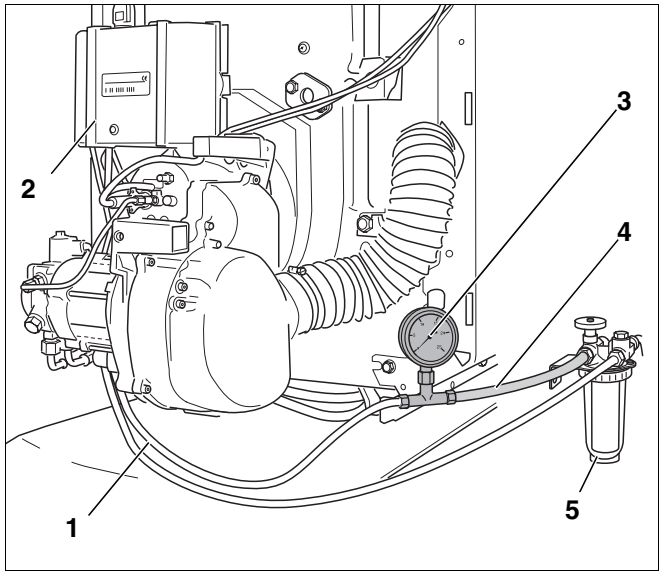

Afb. 15 Oliefilter, vacuümmeter en transparante slang
- Monteer de vacuümmeter (afb. 15, **pos. 3**) met transparante slang (afb. 15, **pos. 4**; toebehoren), zoals te zien is in afbeelding 15, tussen de oliefilter (afb. 15, **pos. 5**) en de olieaanzuigleiding (afb. 15, **pos. 1**).
- Controleer aan de transparante slang of de aangezogen olie geen luchtbellen bevat (afb. 15, **pos. 4**).